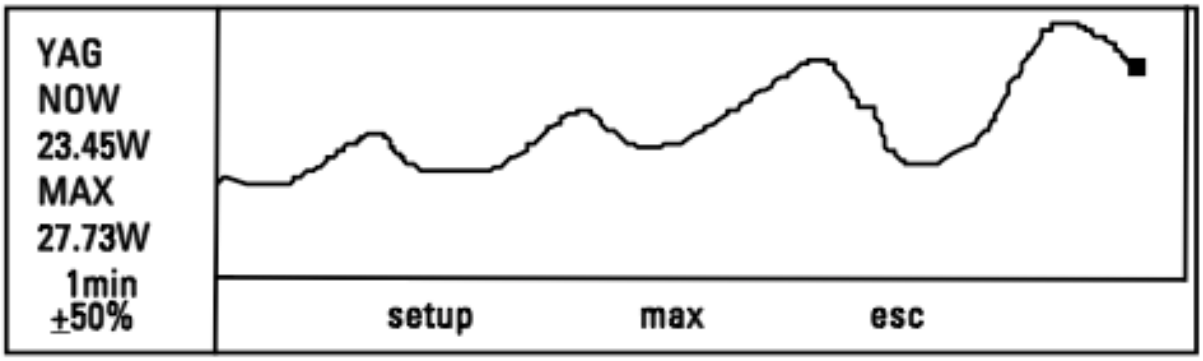

Рис. 5. Окно подстройки мощности
4.4.2.3 Подстройка (см. рис. 5)
Вы можете использовать окно подстройки, чтобы настроить ваш лазер и добиться максимального значения его мощности. (См. рис. 5). Заметьте, что вы можете не только наблюдать направление изменения мощности, но также и определить, достигали ли вы определенной максимальной величины ранее. Числа в левой части экрана показывают вам текущее значение мощности, а также максимальное значение, достигнутое до настоящего момента.